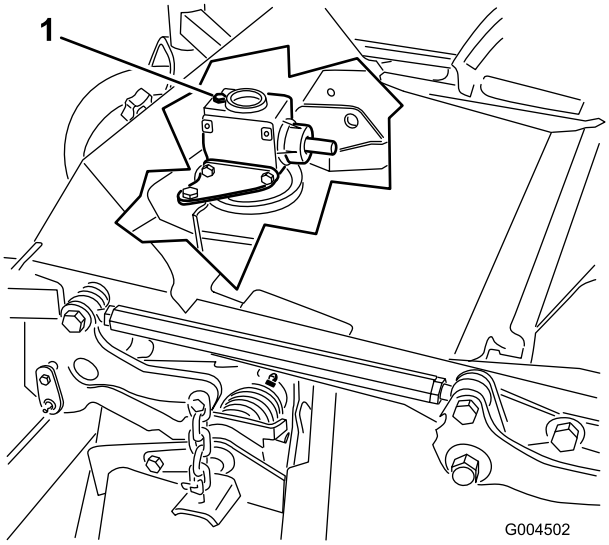

Figuur 41
6. Verwijder de peilstok/vulplug op de bovenkant van de tandwielkast (Figuur 41) en controleer of het peil van de tandwielolie tussen de merktekens op de peilstok staat.
6. Verwijder de peilstok/vulplug op de bovenkant van de tandwielkast (Figuur 41).